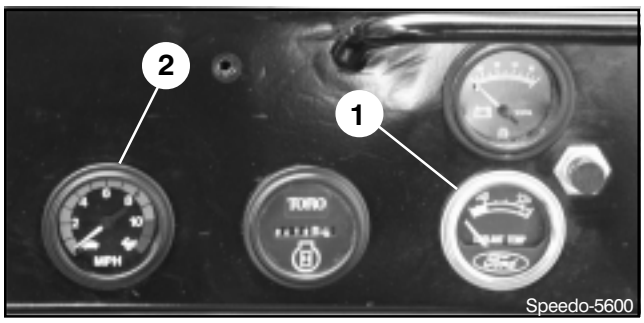

FIG. 1
1. Install the Speedometer in vehicle's dash as shown in illustration. (See FIG.1)